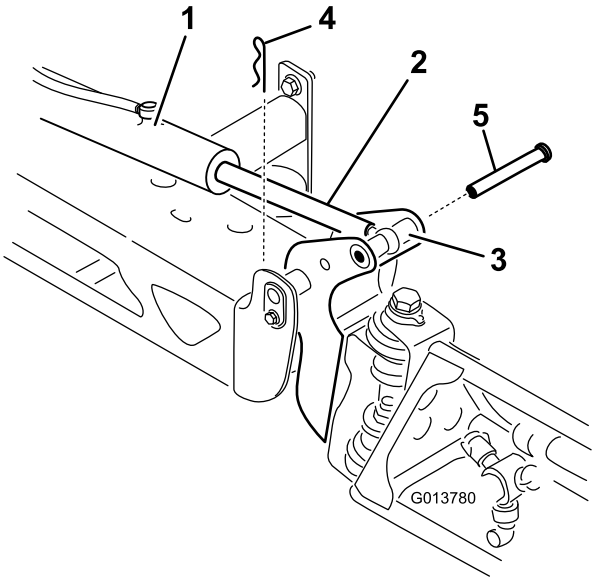

**Figur 13**
2. Fjern splitten fra drejetappen (Figur 13).
3. Løft op på bommen, fjern splitten (Figur 13), og sænk langsomt bommen ned på jorden.
8. Hæv bommen for at tilpasse drejetappen til aktuatorstangen. Mens du holder bommen, skal du føre stiften gennem bommens drejetap og aktuatorstangen (Figur 13).